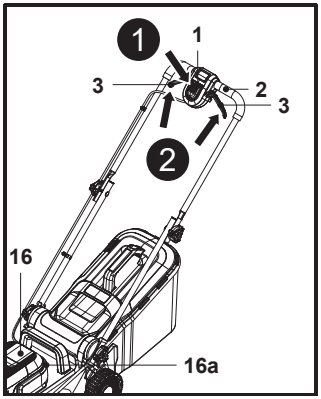

**Fig. 16**
**NOTE:** The machine can only be started by pressing the safety switch button (1) followed by squeezing the start levers (3). Reverse operation cannot start the machine.
1. Lift the magnetic lid (15c) and open the battery compartment cover (15), then fully insert the battery pack (24).
2. Carefully close the battery compartment cover (15).
3. Stand behind the grip handle (2).
4. While holding the safety switch button (1) pressed, pull the start levers (3) towards the grip handle (2) and hold them in position (Fig. 16, steps 1, 2).
5. After the lawn mower starts, release the safety switch button (1).
6. The actual battery capacity will be displayed on the battery display (16a) at the back of motor cover (16).